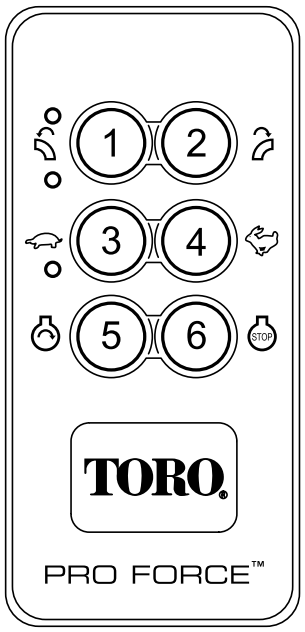

Rysunek 15
4. Możliwość uruchomienia silnika stanie się aktywna po naciśnięciu przycisku Rozruch, tylko jeśli aktywna jest zgoda na uruchomienie silnika. W celu aktywowania zgody na uruchomienie silnika należy przeprowadzić następującą sekwencję umożliwiającą uruchomienie silnika (Rysunek 15).